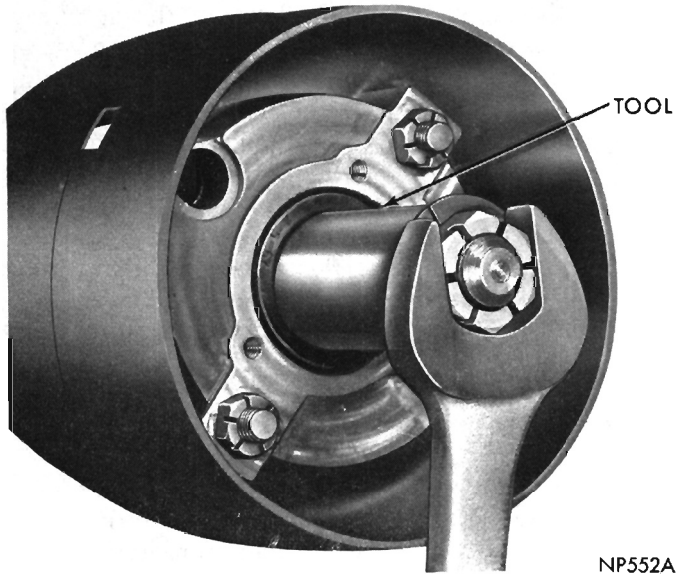

Fig. 12—Pulling Shaft Through Bearing
(9) Install snap ring in lower groove on upper end of steering shaft. Slide shaft assembly into column and through upper bearing **by hand.** Install Tool C-3879, washer and steering wheel nut (Fig. 12). Turn nut to pull shaft through bearing, then install upper snap ring.